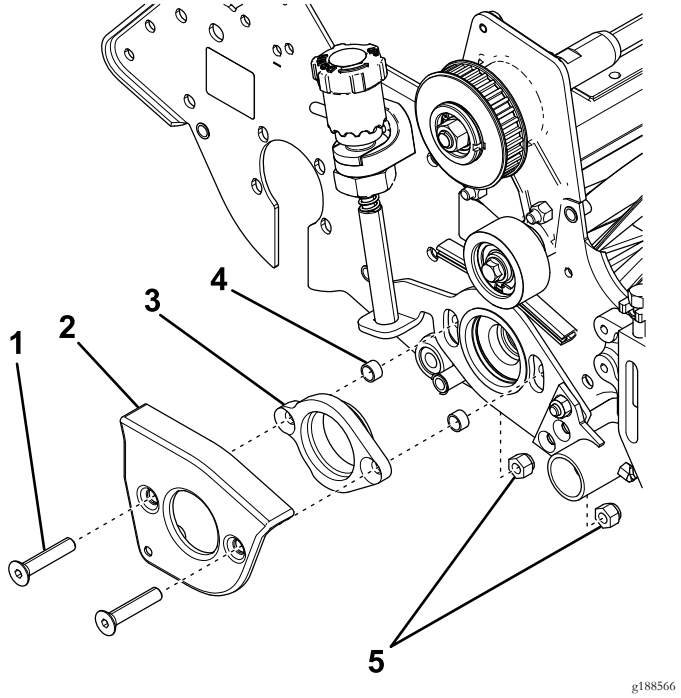

Figura 11
1. Inserte los 2 tornillos de cabeza plana en la cubierta del brazo del groomer y el adaptador de cojinete, y coloque los espaciadores nuevos en los extremos (Figura 11).
2. Inserte los tornillos de cabeza plana en la chapa lateral, y sujételos con 2 contratuercas (Figura 11).